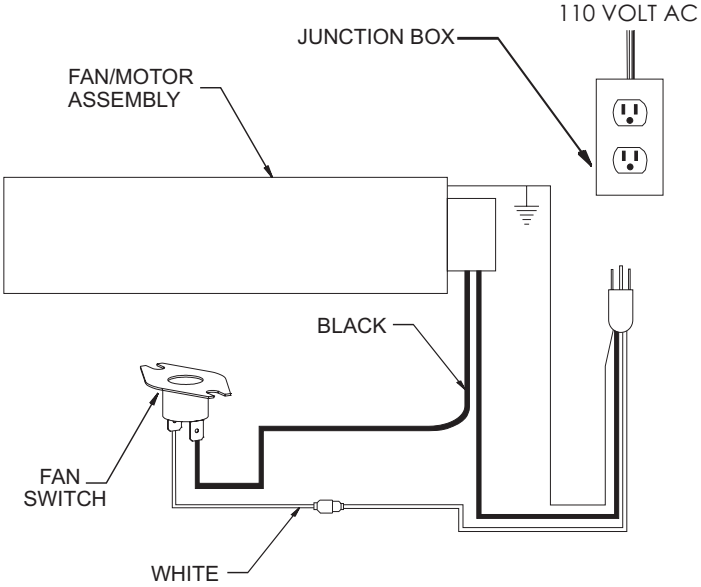

Figure 19
12. To complete the installation, plug the power cord into the junction box receptacle at the right rear corner of the firebox outer wrap. **See Figure 19.**